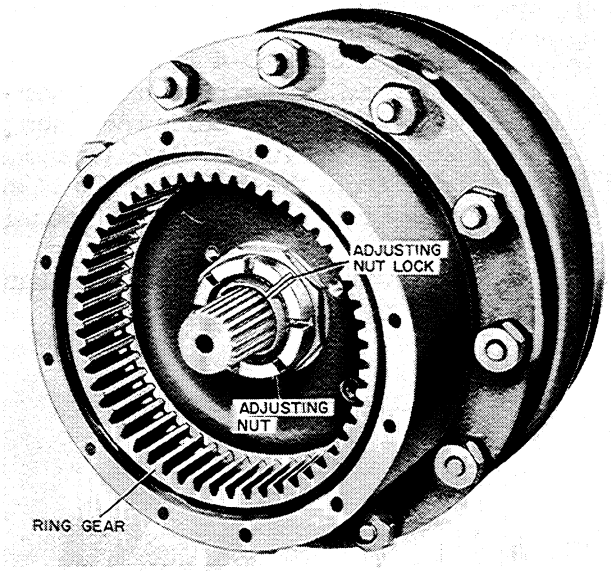

Figure U-56
4. Install the ring gear assembly onto the spindle hub and into the planetary housing, Figure U-56. Then install the wheel bearing adjusting nut, Figure U-56. Tighten until the nut is up against the ring gear hub.